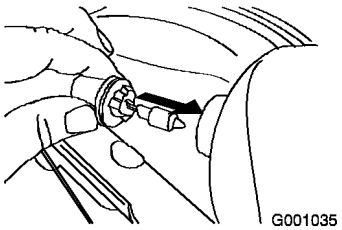

Figura 53
4. Inserite la nuova lampadina nel retro del faro (Figura 53).